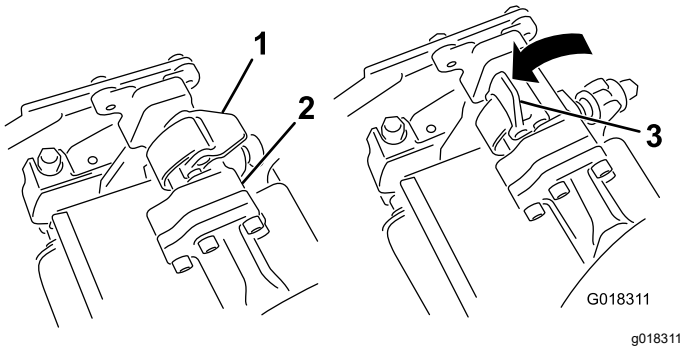
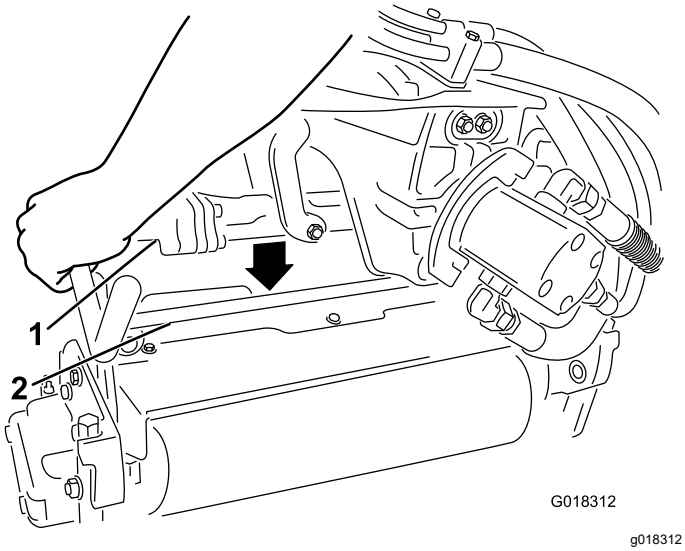

Figure 3
Figure 4
2. Les verrous de la barre de bras de suspension étant ouverts (Figure 3), poussez le bras de suspension vers le bas pour l'engager sur la barre transversale en haut de l'unité d'aération (Figure 4).
3. Fermez les verrous pour bloquer l'unité d'aération en place (Figure 3)